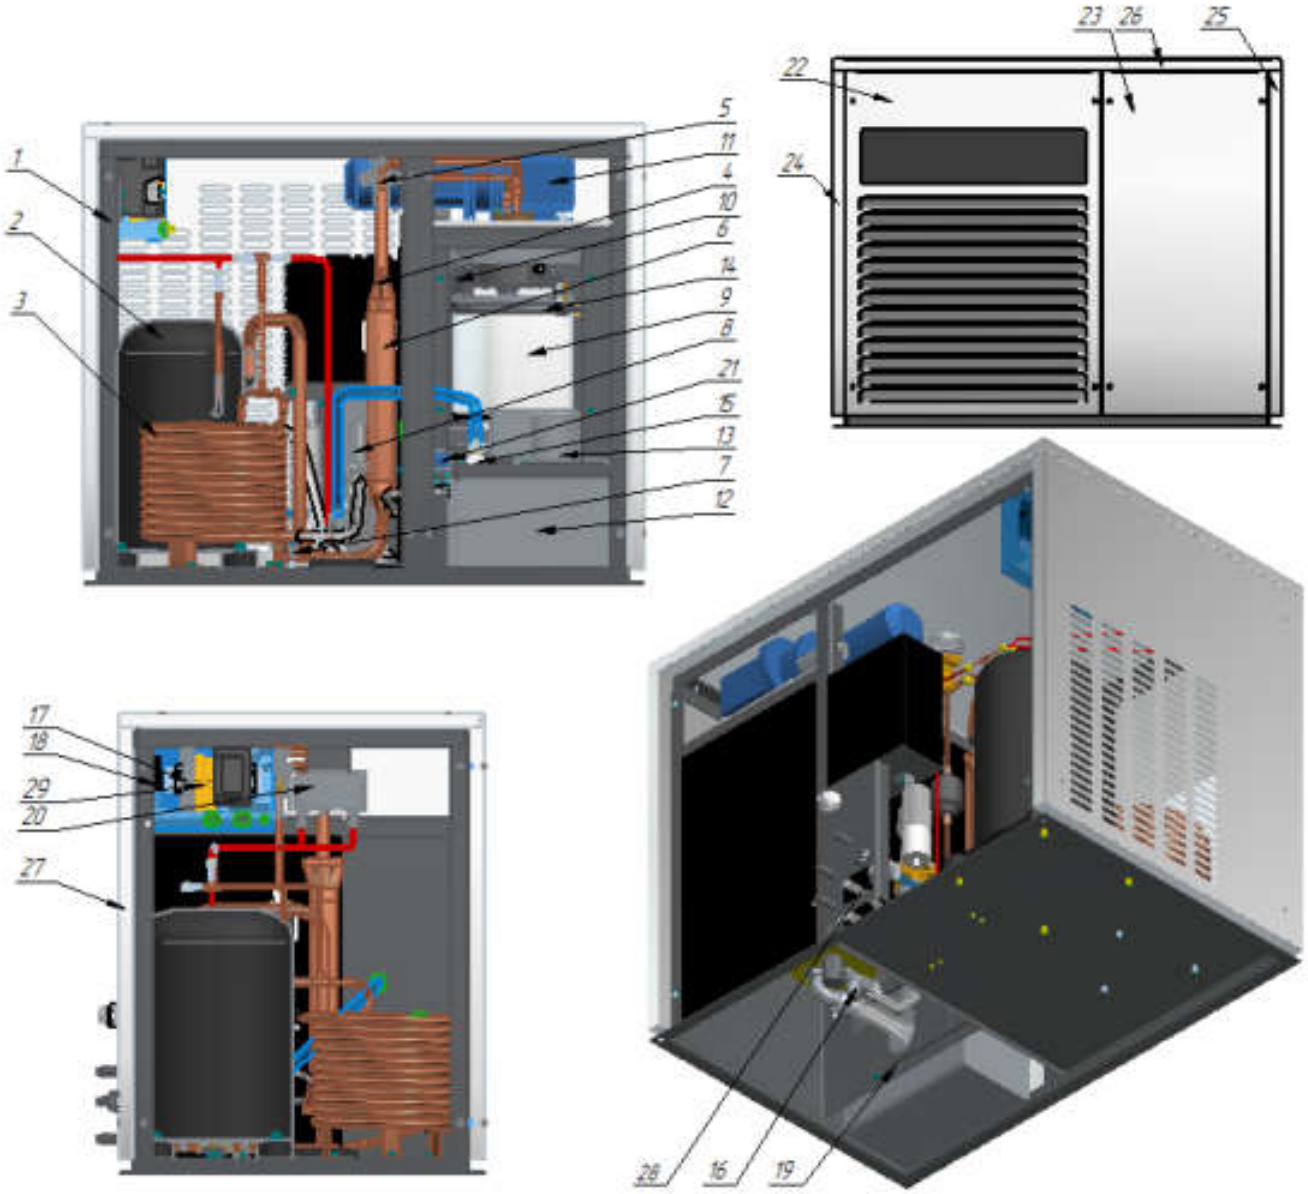

Рис. 1 Устройство льдогенераторов ЛГ-400Ч-01, ЛГ-620Ч-01
2.1.1 Устройство льдогенератора чешуйчатого льда ЛГ-400Ч-01, ЛГ-620Ч-01 приведено на рис. 1.